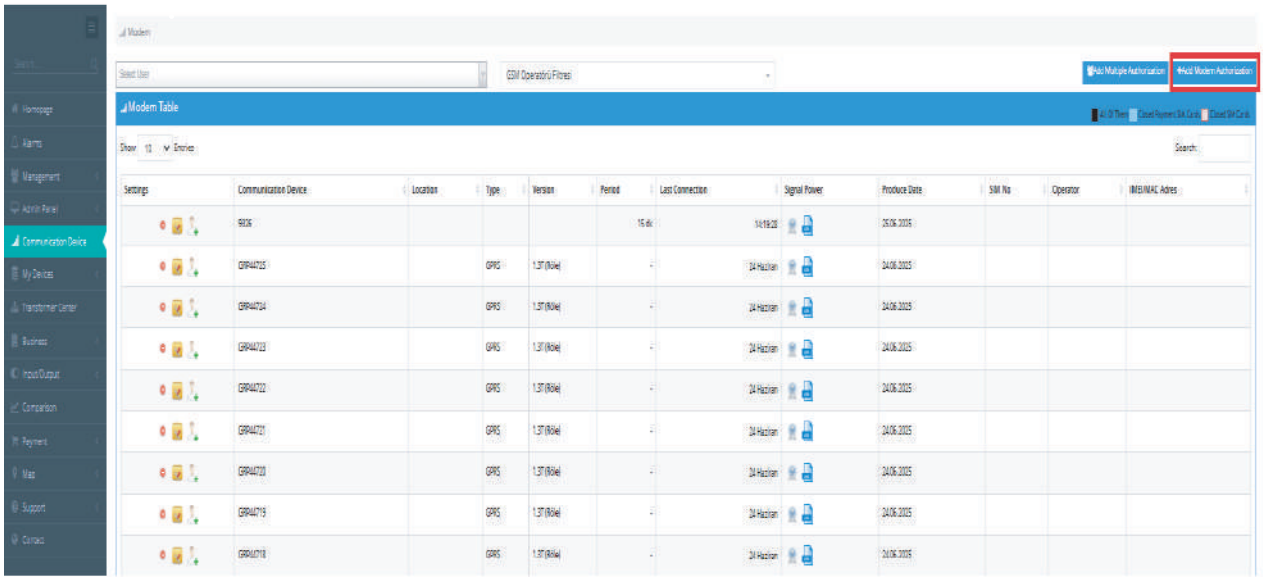

Figure 6.5
7. Enter the "Modem No" and "Authorization Code" information from the authorization card provided in the modem box. This completes the modem registration process in the system. (Figure 6.5)